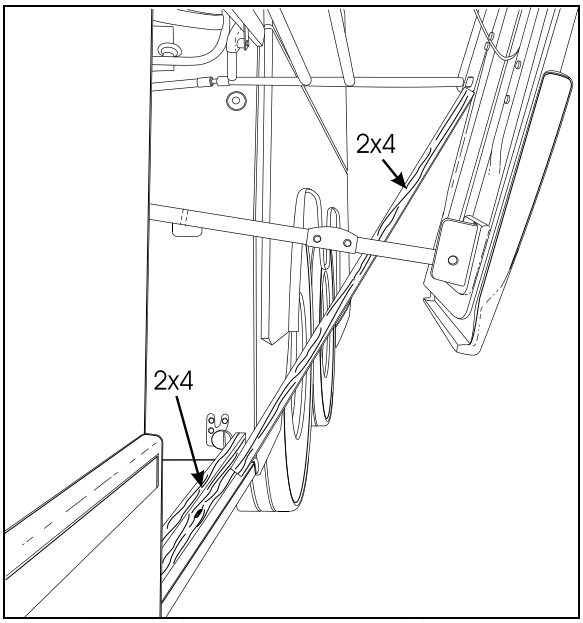

FIGURE 66 : AJUSTEMENT D'UN PANTOGRAPHE 18319
3. Installer un autre morceau de bois 2 x 4 entre le premier morceau de bois et le bas du pivot du bras de pantographe le plus bas (ou le plus court) (Figure 66).